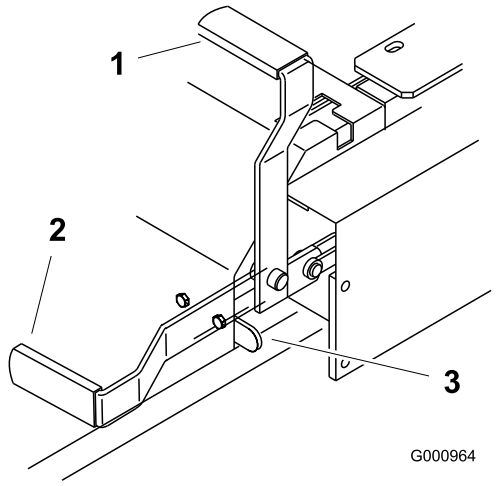

**Figuur 12**
2. Trek de parkeerrem naar achteren en omhoog om deze in werking te stellen (Figuur 12). De parkeerremhendel moet vast blijven staan op Ingeschakeld.
Duw de parkeerremhendel naar voren en naar beneden om de parkeerrem vrij te zetten (Figuur 12). De parkeerrem is uitgeschakeld en de hendel zit tegen de aanslag van de rem.